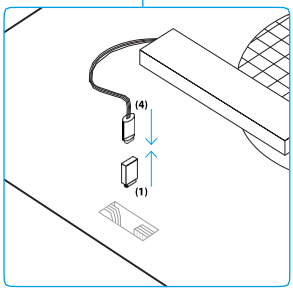

Fig. 3 **Montaggio semplificato del ricevitore**
Fig. 3 **Montaggio semplificato del ricevitore** Il ricevitore può essere facilmente installato senza attrezzature aggiuntive: Rimuovere il dispositivo (1) sulla parte superiore della cappa e inserire il ricevitore (4).
Fig. 3 Enkel montering av mottagaren. Mottagaren installeras lätt utan behov av extra verktyg. Avlägsna stiftet (1) på spiskåpans överdel och för in mottagaren (4).